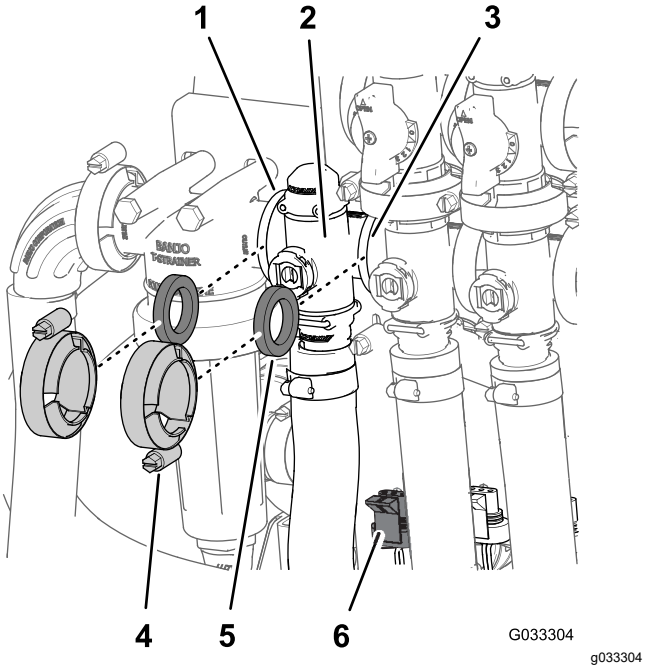

Figur 67
1. Ta bort klämmorna och packningarna som håller fast sprutmängdsventilens grenrör (Figur 67).